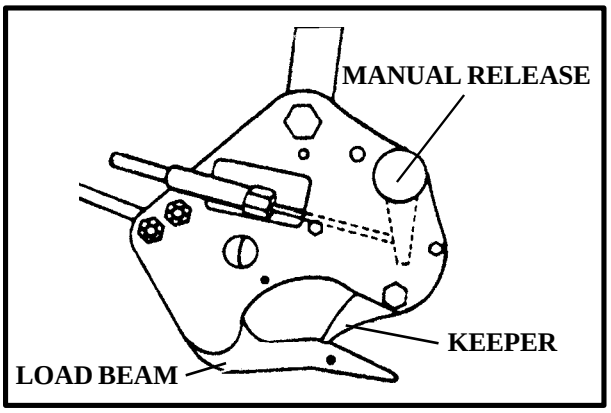

*Figure 2-24. HH-65A Cargo Hook System*
**(2)** The cargo hook (Figure 2-24), rated at 2,000-pound capacity, is mounted on the underside of the helicopter directly below the main rotor. The aircrew can open the cargo hook electrically or manually. A manual release knob is located on the right-hand side of the hook. In an emergency, the ground crew can rotate the manual release knob clockwise to open the cargo hook.